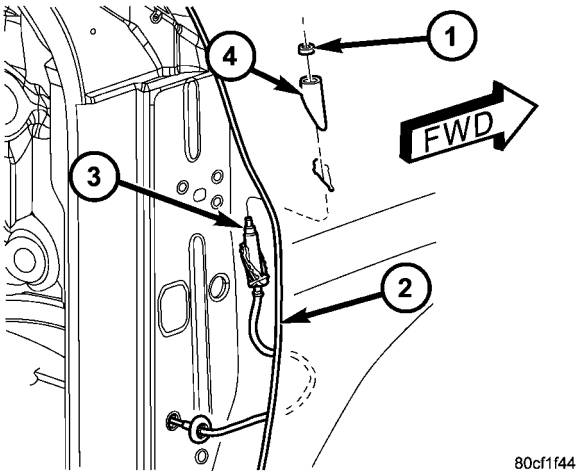

Fig. 3 ANTENNA BODY AND CABLE
(1) Disconnect and isolate the battery negative cable.
(2) Remove the right side kick panel.
(3) Disconnect antenna body cable from instrument panel cable.
(4) Securely tie a suitable length of cord or twine to the antenna half of the coaxial cable connector. This cord will be used to pull the cable back into position during installation.
(5) Remove the antenna mast.
(6) Remove the antenna cap nut using an antenna nut wrench (Special Tool C-4816) (Fig. 3).